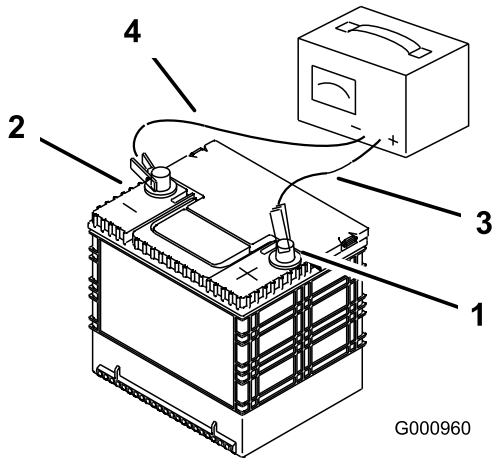

Figure 58
2. Quand la batterie est chargée au maximum, débranchez le chargeur de la prise, puis débranchez les fils du chargeur des bornes de la batterie (Figure 58).